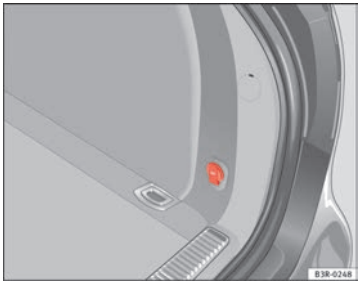

Fig. 136 Detailed view of the side trim in the luggage compartment: 12 volt socket
– Lift the power socket cover ⇒ fig. 136.